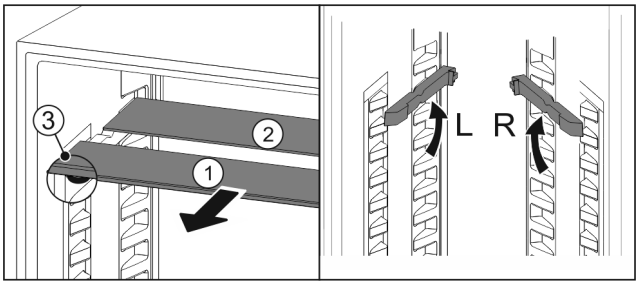

Fig. 161
- ▶ Glasplatten einzeln nach vorne herausziehen *Fig. 161 (1)*.
- ▷ Glasplatte *Fig. 161 (1)* mit Zierleiste liegt vorne.
- ▷ Stopps *Fig. 161 (3)* zeigen nach unten.